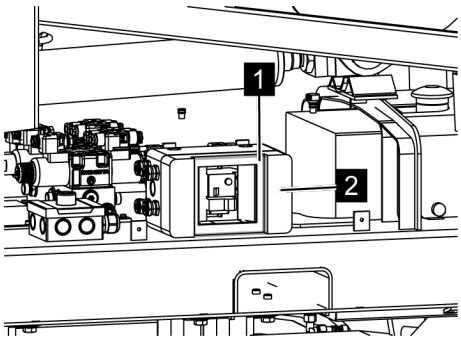

Fig. 122: Opening the cover
3. *Open cover (*Fig. 122*/1) of the FI box (*Fig. 122*/2).*
5. *Close cover (*Fig. 122*/1) of the FI box (*Fig. 122*/2).*